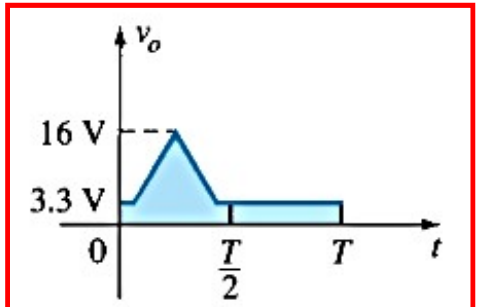

Fig. 21: Sketching v_o
- The resulting output waveform appears in **Fig. 21** .